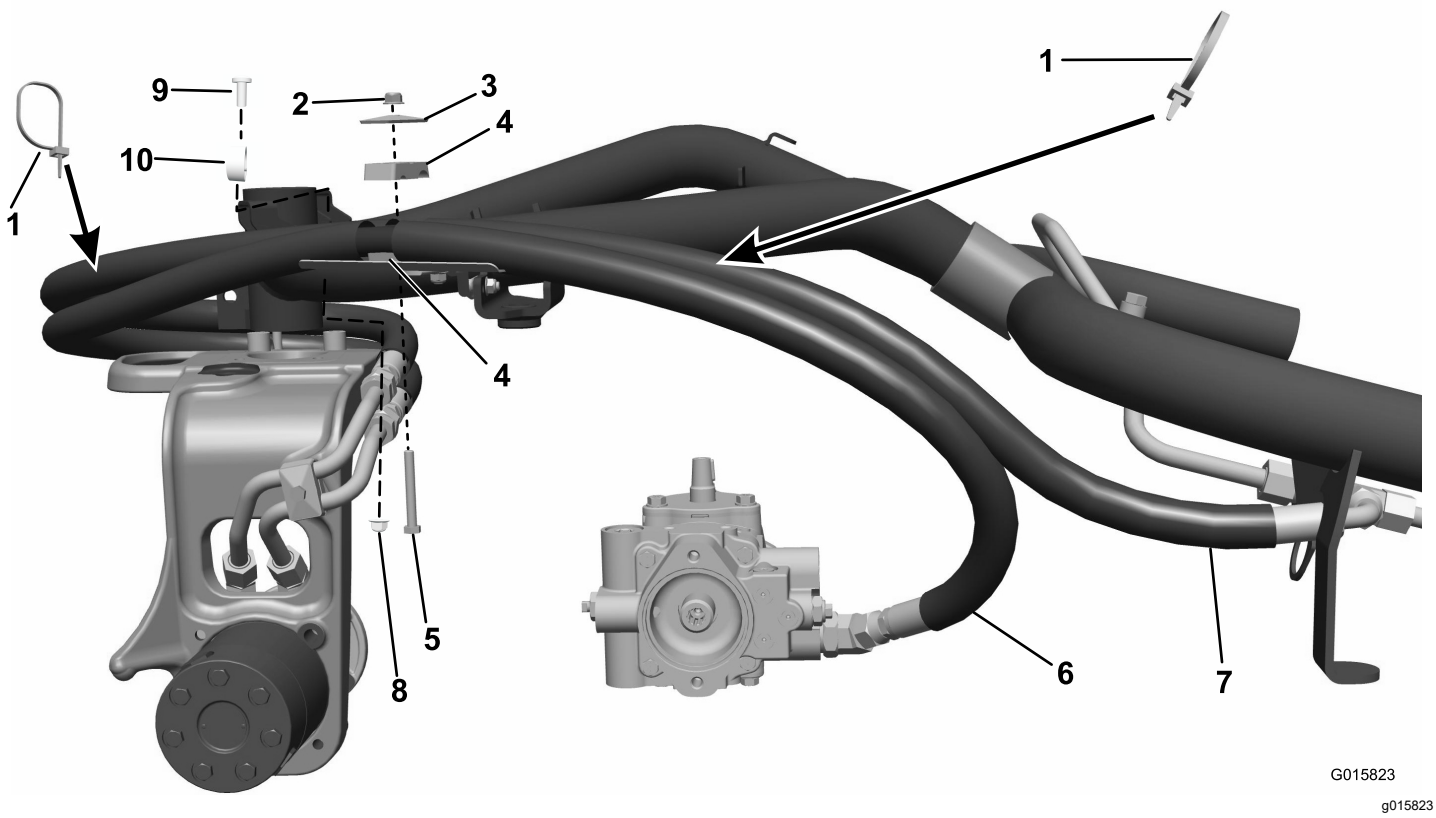
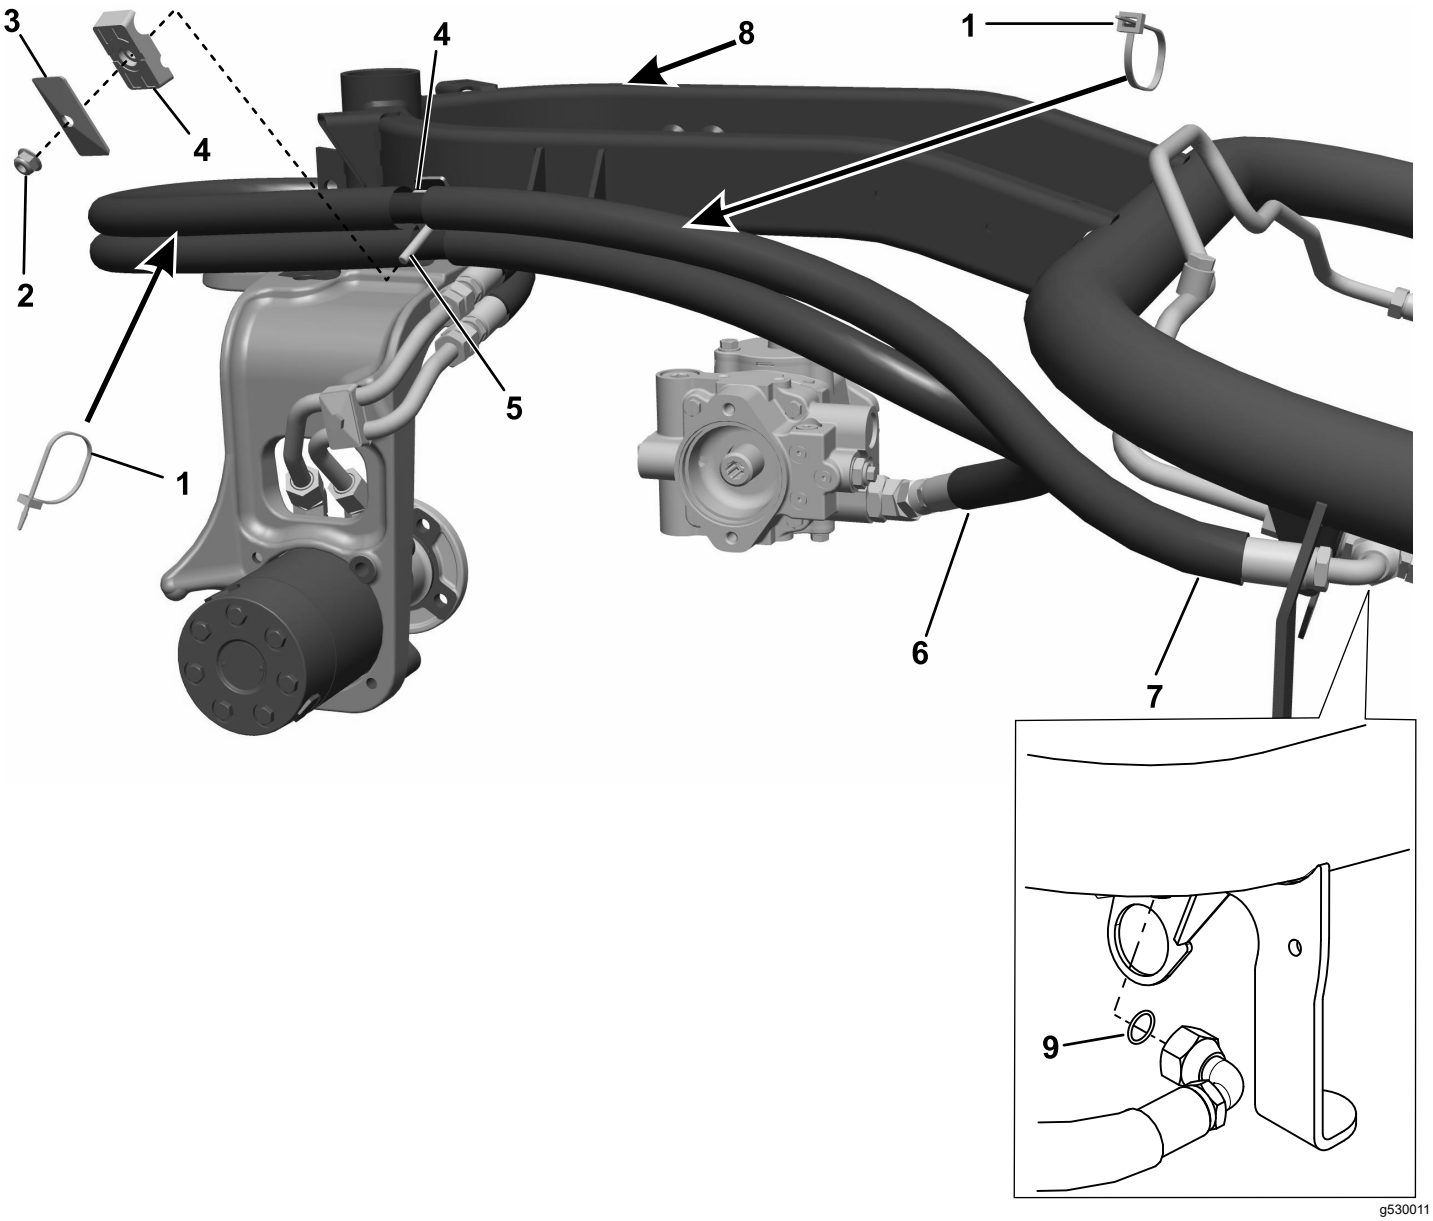

Figuur 10
Figuur 11
3. Breng de slang met rechte fittings aan beide uiteinden door de geleider op de zwenkwielvork en bevestig aan de onderste stalen leiding. Bevestig het andere uiteinde aan de onderste fitting van de hydraulische pomp (Figuur 10 of Figuur 11).
4. Monteer de andere slang door de slanggeleider en maak vast aan de bovenste stalen leiding. Maak het andere uiteinde en de O-ring vast aan de bovenste T-fitting voor de voorste wielmotor (Figuur 10 of Figuur 11).
5. Breng de beide slangen in de pijpklem aan de splitsing van het slangdeksel en bevestig de pijpklem aan de beugel. (Figuur 10; of Figuur 11).
9. Breng de klembanden aan op de slangen zoals op de afbeeldingen (Figuur 10 of Figuur 11). Maak alle uiteindes van slangen, fittings en klemmen vast.